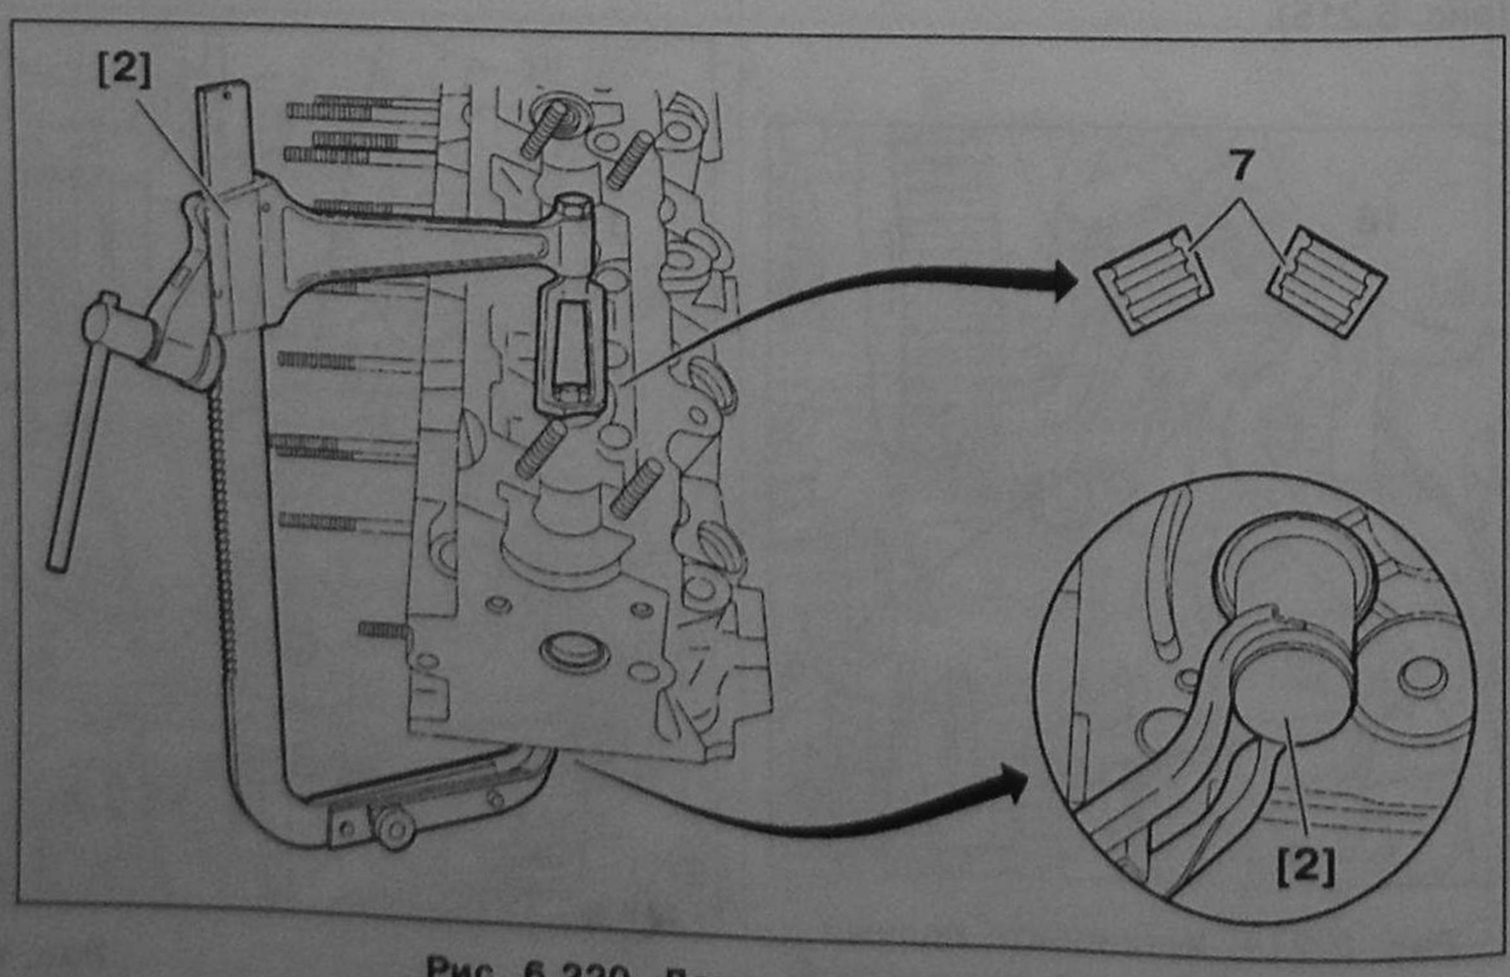

Рис. 6.220. Демонтаж клапанов:
9. Установите устройство для сжатия клапанных пружин 4024-Т на место, как показано на рис. 6.220.
30. Вставьте фиксирующие сухари **7** (рис. 6.220).